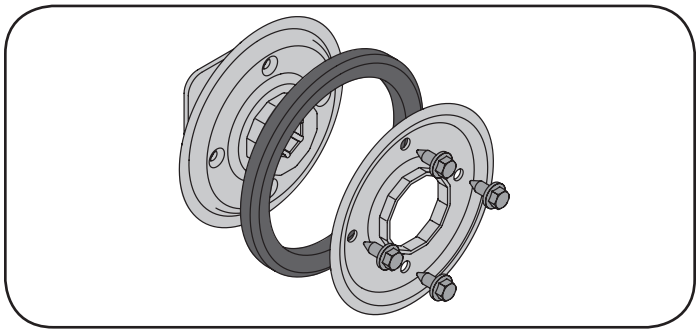

Figura 75
1. Saque los cuatro tornillos de mantienen unidas las placas laterales de la rueda de fricción. Vea la Figura 75.